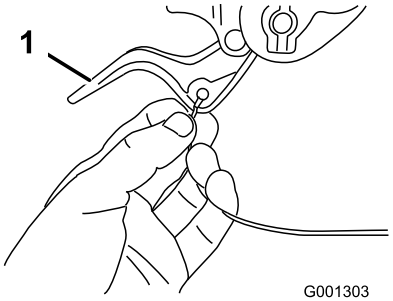

Rysunek 7
2. Poprowadź końcówkę lewej lub prawej linki nad dolnym uchwytem i włóż ją w otwór w odpowiedniej dźwigni sprzęgła koła (Rysunek 7).